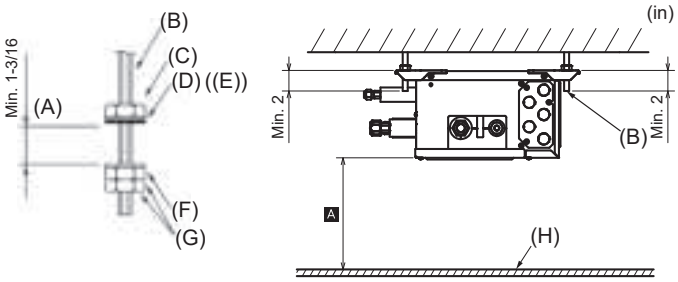

Fig. 6-1
2) Fixez les rondelles ((1)(2)) et les écrous (à acheter localement) sur les boulons de suspension. (Fig. 6-1)